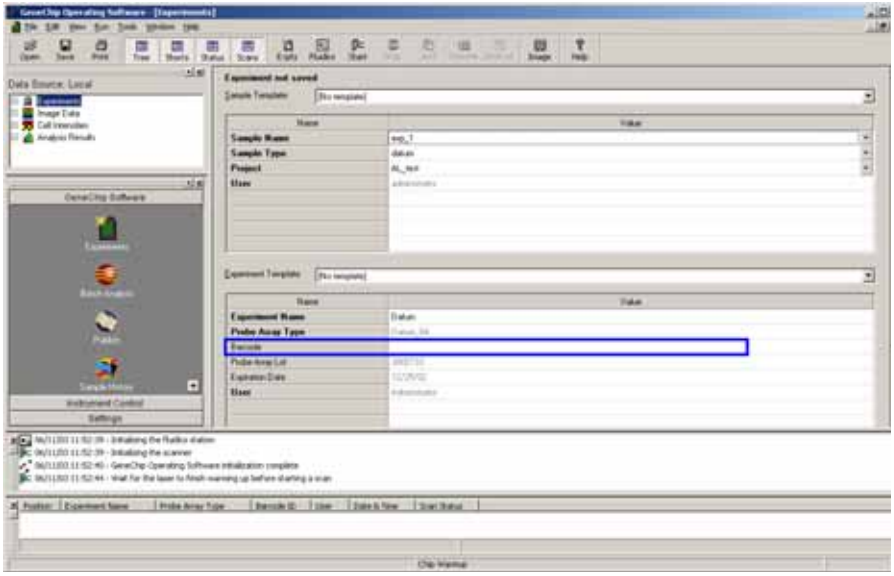

Figure L.15
The Experiment Information window (EIW) provides you with the means for generating and saving a database of your experimental data **(Figure L.15)**.
1. Open the GCOS software to the Experiment Information window and place the cursor in the barcode reference field of the GCOS Experiment Information window **(Figure L.15)**.